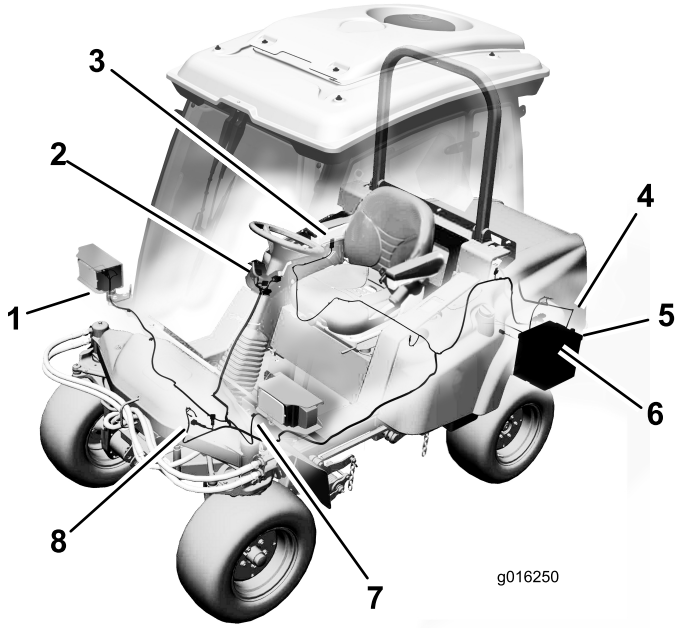

Figura 12
- Disponete i connettori del cablaggio del faro destro e sinistro lungo la parte anteriore della piattaforma in ciascun faro (Figura 12).
- Disponete il cablaggio dirigendolo verso il clacson e collegate i due fili ai morsetti (Figura 12).
- Rimuovete le (2) viti che fissano il pannello di controllo al coperchio del serbatoio.
- Sollevate il pannello di controllo e individuate il connettore del cablaggio elettrico con la dicitura **Accessory** (Figura 12).
- Dirigete il piccolo connettore ad anello del cablaggio verso la morsettiera di messa a terra e collegatelo a quest'ultima (Figura 12).
- Dirigete il connettore ad anello del cablaggio verso il polo positivo (+) della batteria e collegatelo a quest'ultimo (Figura 12).
4. Collegamenti fanali posteriori (2)
- Disponete il cablaggio lungo quello preesistente e lungo il tubo del telaio, dirigendolo verso il cablaggio del fanale posteriore sinistro (Figura 12). Collegate il connettore del cablaggio al connettore del fanale. Fissate il cablaggio a quello preesistente e al tubo del telaio mediante fascette per cavi.